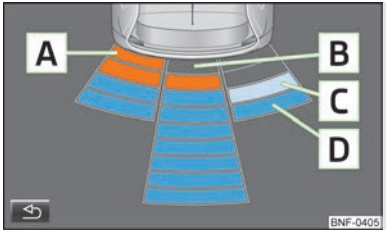

Fig. 67
- A An obstacle appearing in the collision zone is shown as an orange-coloured segment » Fig. 67 **Do not drive the vehicle!**
› By tapping the function key in the screen of the multifunction device » Fig. 67.